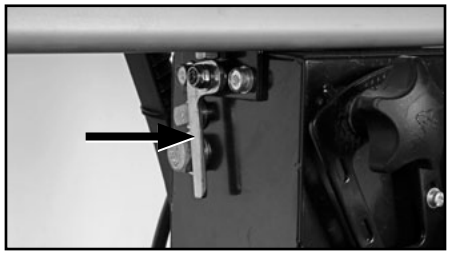

FIGURE 8
9. The motor trolley is secured during shipment, please loosen lever before using (Fig 8).